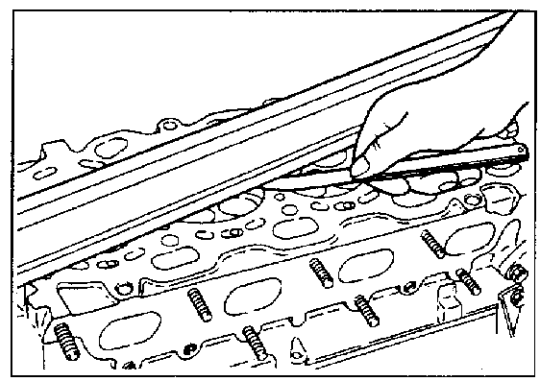

图 2－1－17
(1)检查气门工作是否正确接触。若接触不正确，应使用磨气门机重新研磨。气门座接触面，必须与气门工作面中心一致。如图 2－1－18 所示。